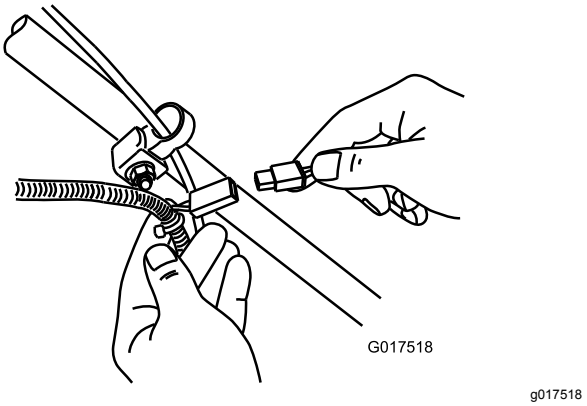

Figuur 34
1. Sluit de acculader aan op de kabelboom van de machine die zich onder het contactsleuteltje bevindt (Figuur 34).